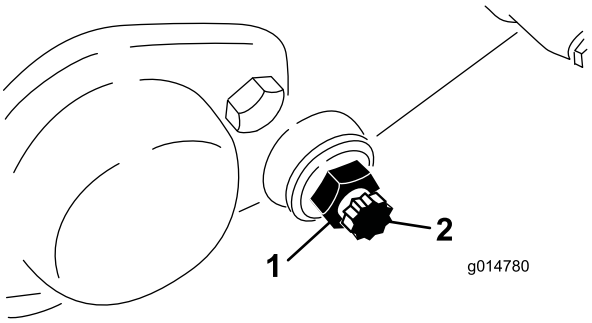

Figur 55
3. Lossa kontramuttern som håller fast bulten på underknivsstången på vardera sidan av maskinen (Figur 55).
4. Ta bort bulten till underknivsstången så att denna kan dras nedåt och avlägsnas från maskinen. Spara de två nylonbrickorna och de två stansade brickorna av stål på vardera änden av underknivsstången (Figur 55).